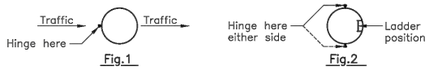

Fig.1 Fig.2
4. Manhole covers in road shall be constructed so that the cover hinge is facing the oncoming traffic. (Refer Fig.1)